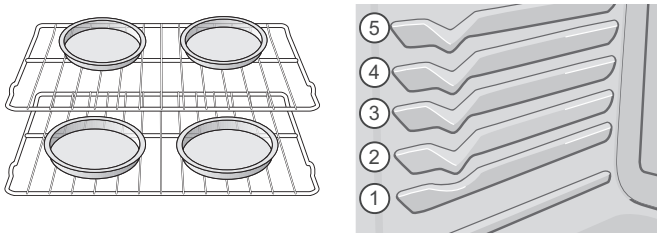

Figure 3: Pan spacing and rack positions
- Allow 2” to 4” (5.1 cm to 10.2 cm) around the pans for proper air circulation. Be sure the pans do not touch each other, the door, sides or back of the oven cavity. (Figure 3)